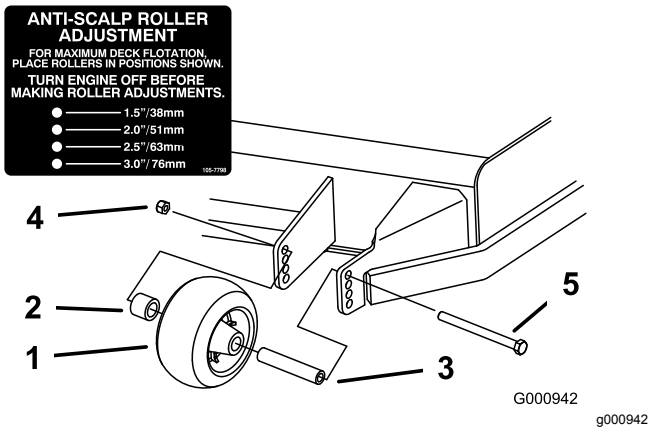
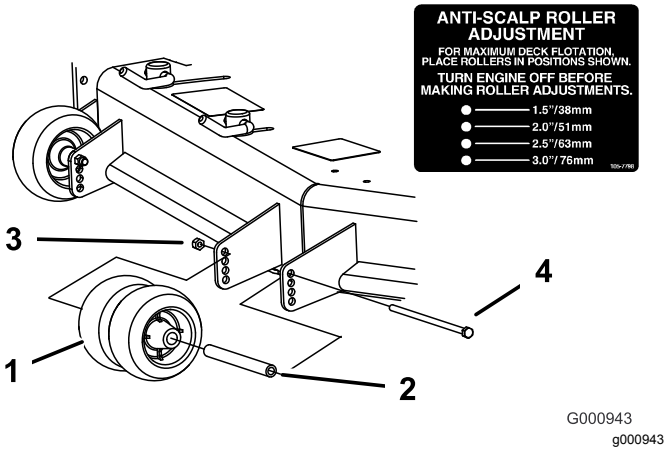
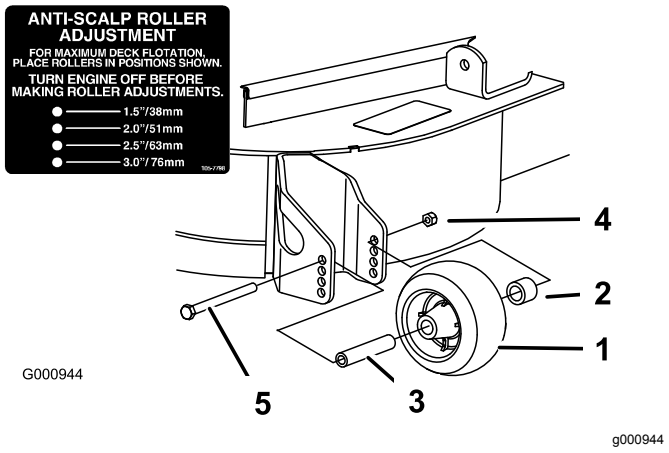

Figur 30
Figur 31
Figur 32
3. Justera antiskalvalsarna på det sätt som visas i Figur 30, Figur 31 och Figur 32.